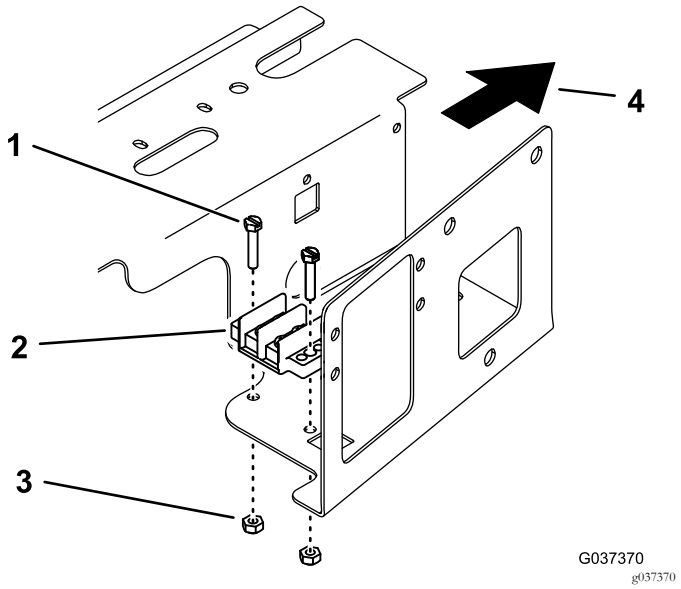

Figure 3
2. Fixez le bornier de masse au bas du logement avec 2 vis et 2 contre-écrous (Figure 3).